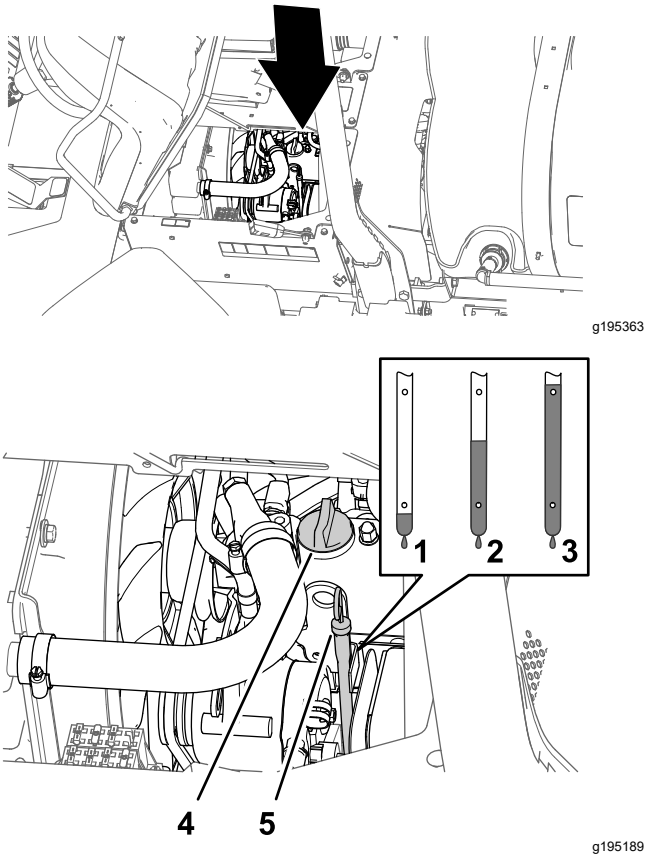

Figura 73
2. Retire a vareta, situada debaixo do banco do passageiro e limpe-a com um pano limpo (Figura 73).
3. Se o nível de óleo estiver baixo, retire o tampão de enchimento da cobertura das válvulas (Figura 73) e adicione lentamente óleo no tubo de enchimento até que o nível suba até à marca "Full" (Cheio) da vareta.
4. Instale a tampa do compartimento de óleo (Figura 73).
5. Volte a introduzir a vareta no tubo (Figura 73).